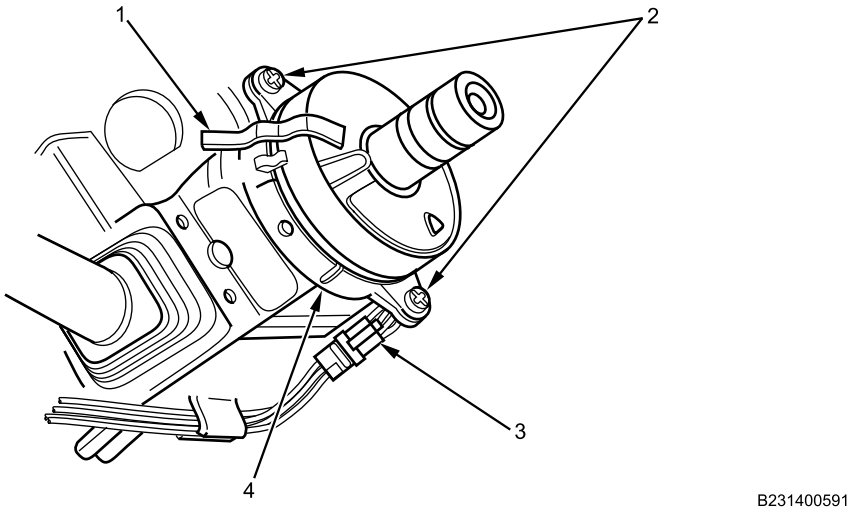

Figure 4. Clock Spring.
5. Apply tape (Figure 4, Item 1) over both halves of clock spring (Figure 4, Item 4) to prevent rotation on removal.
6. Remove three clock spring retaining screws (Figure 4, Item 2) (one hidden).
7. Disconnect lower clock spring wiring harness connector (Figure 4, Item 3) and clock spring (Figure 4, Item 4) from steering column.